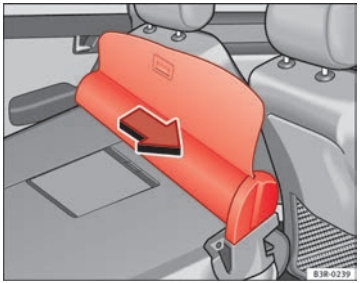

Fig. 120 Removing luggage compartment cover / net partition
– Pull the net partition in the direction indicated ⇒ Fig. 120 and lift it out of the retaining rails.